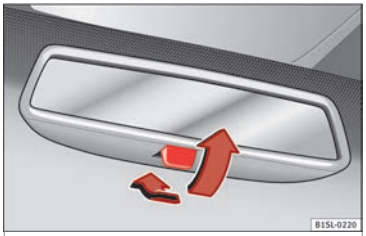

Bild 146 Backspegelns manuella avbländningsfunktion
- Dra spaken bakåt för att välja bländskyddsfunktionen ››› **bild 146**.